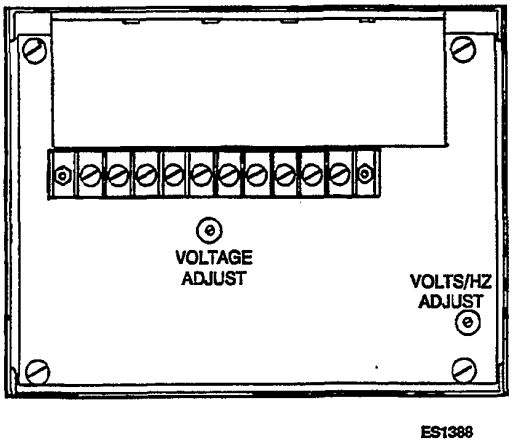

FIGURE 9-1. ELECTRONIC REGULATOR BOARD
1. With the genset operating, set the Voltage Adjust potentiometer on the regulator board assembly (Figure 9-1) for the correct nameplate voltage. Also refer to Figure 8-4.